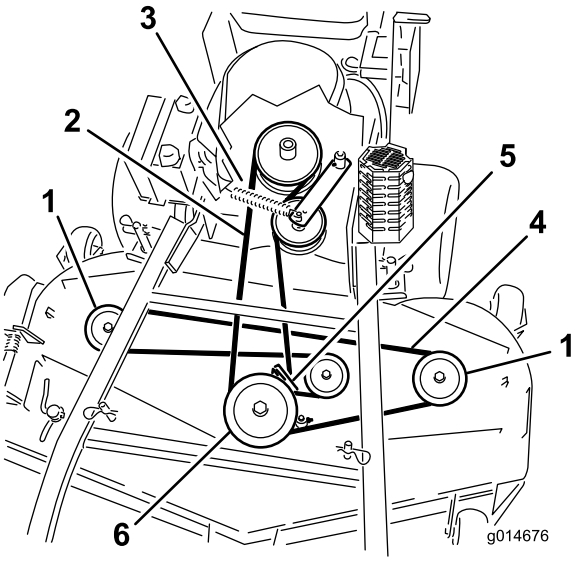

Figura 49
6. Desconecte el muelle del brazo tensor para aliviar la tensión de dicho brazo y de la polea tensora; retire la correa del cortacésped desgastada (Figura 49).
7. Instale la correa nueva del cortacésped alrededor de las dos poleas de eje exteriores, la polea tensora y en la ranura inferior de la polea de eje doble (Figura 49).
8. Conecte el muelle del brazo tensor (Figura 49).
10. Ajuste la guía de la correa a una distancia de 3 mm (1/8 pulgada) de la correa (Figura 49).